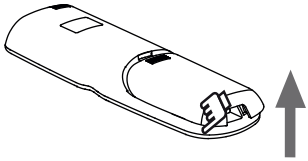

Rysunek 2.7
2) Unieś pokrywę zaczynając od dołu z lewej strony aż do momentu jej otwarcia (patrz Rysunek 2.7).